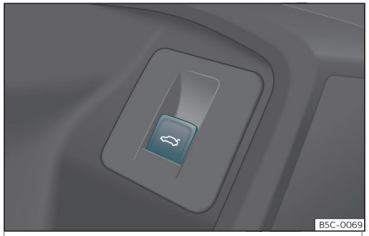

Fig. 79 En la puerta del conductor: tecla para abrir y cerrar el portón trasero.
- **O BIEN:** tire hacia arriba de la tecla situada en la puerta del conductor>>> **fig. 79**. La tecla también funciona con el encendido desconectado.
- **O BIEN:** tire hacia arriba de la tecla situada en la puerta del conductor>>> **fig. 79**.